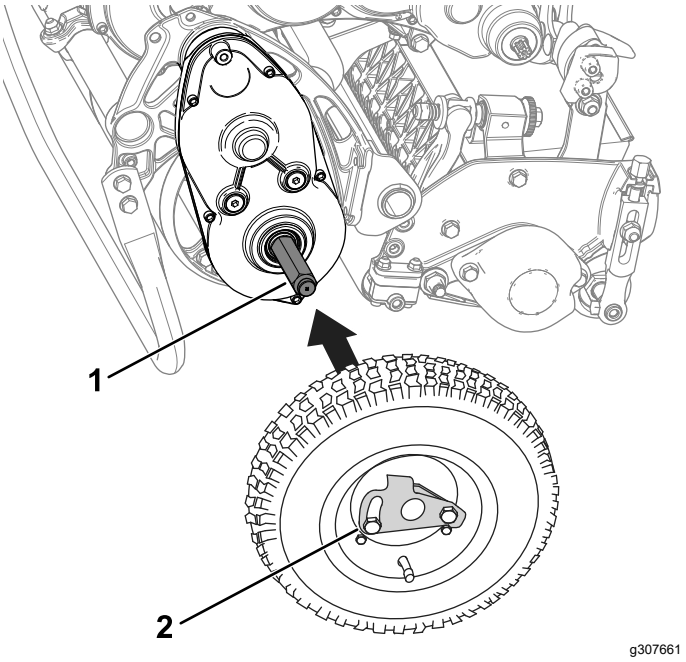

Figure 21
2. Insérez une roue sur un arbre (Figure 21).
3. Faites pivoter le clip de verrouillage (Figure 21) pour l'éloigner du centre de la roue et lui permettre ainsi de coulisser plus avant sur l'arbre.